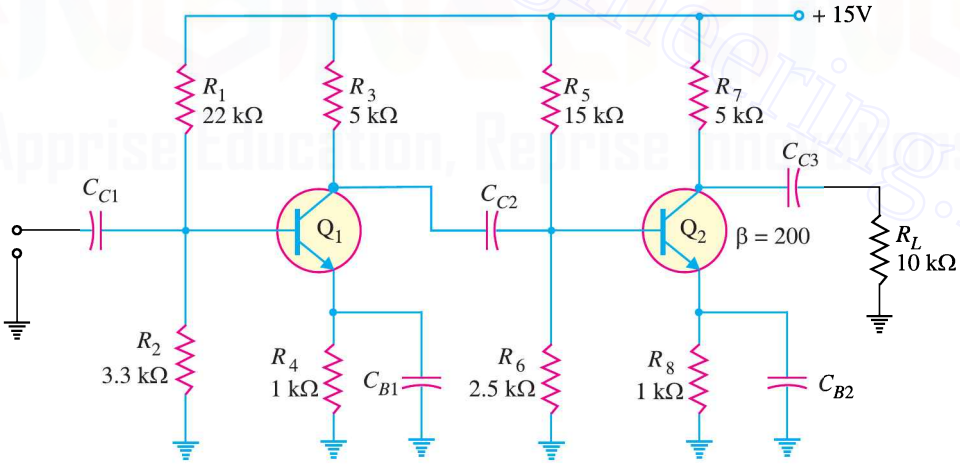

Fig. 10.48
14. Determine the voltage gain for the first stage in Fig. 10.48. **[53.03]**
15. If the value of β for the second stage in Fig. 10.48 is increased to 280, determine the voltage gain of the first amplifier stage. **[58.08]**